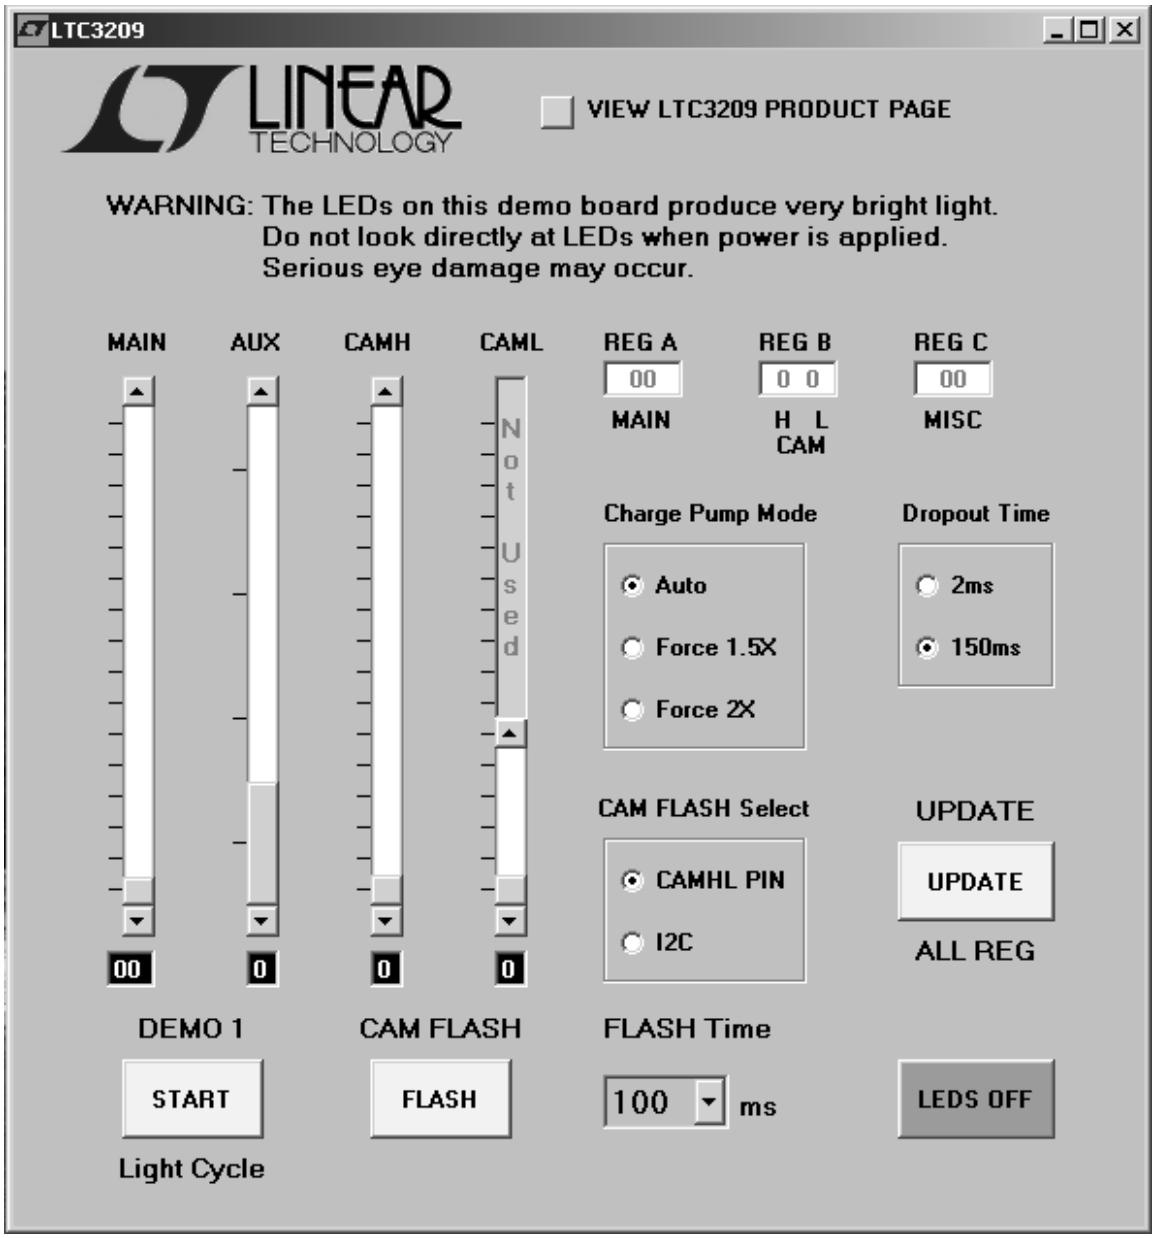

Figure 3. LTC3209 Control Window
3. Run the QuickEval™ program. The program detects the DC880 or DC881 and displays the LTC3209 control window (shown in Figure 3).